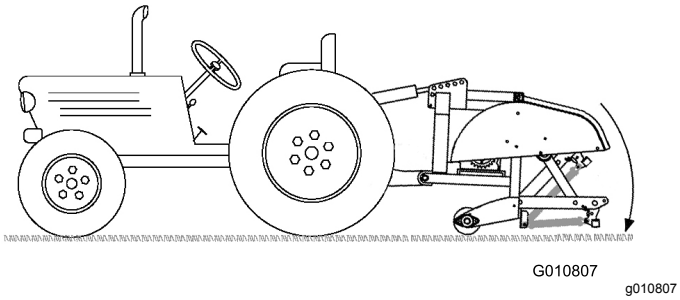

**Figur 13**
4. Sänk ned luftaren till marken och dra ut den hydrauliska topplänkens cylinder eller den övre länken helt (Figur 13).